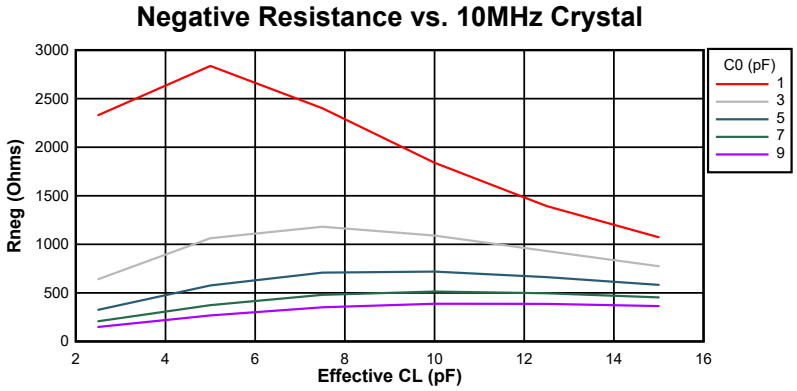
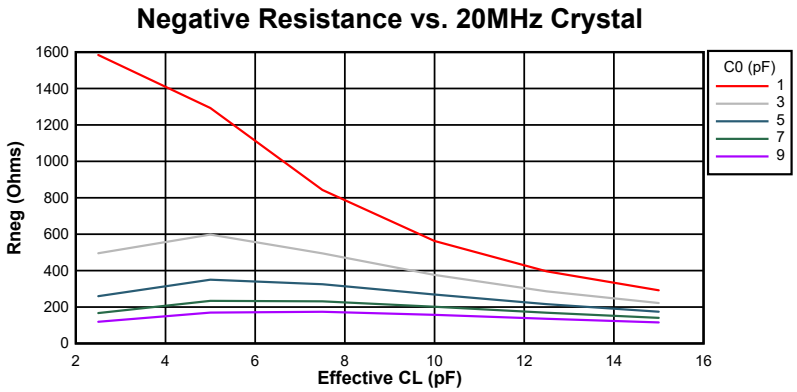

図 6-18. 10MHz 時の負性抵抗変動
図 6-19. 20MHz 時の負性抵抗変動
図 6-18 および 図 6-19 に、このデバイスの負性抵抗と水晶振動子の間の関係の変動を示します。グラフからわかるように、水晶振動子の並列容量 (C0) と実効負荷容量 (CL) は電気発振回路の負性抵抗に大きな影響を及ぼします。これらは代表的なグラフであるため、設計上考慮すべき最小値および最大値については、表 6-6 を参照してください。